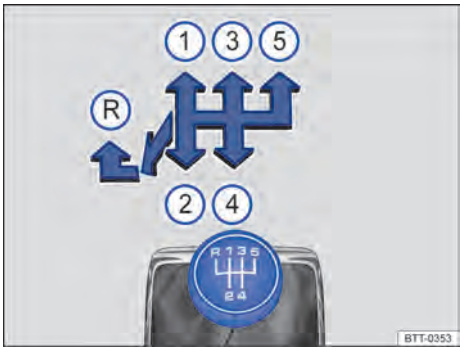
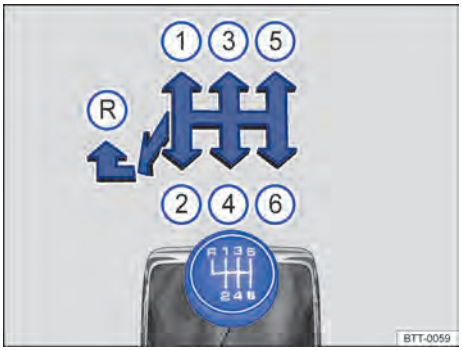

Fig. 108 Esquema de troca da transmissão manual de 5 marchas.
Fig. 109 Esquema de troca da transmissão manual de 6 marchas.
As posições de cada marcha estão representadas na alavanca da transmissão ⇒ Fig. 108 ou ⇒ Fig. 109.
- Empurrar a alavanca da transmissão totalmente para a esquerda e depois para frente até a posição de marcha à ré ⇒ Fig. 108 Ⓡ ou ⇒ Fig. 109 Ⓡ.